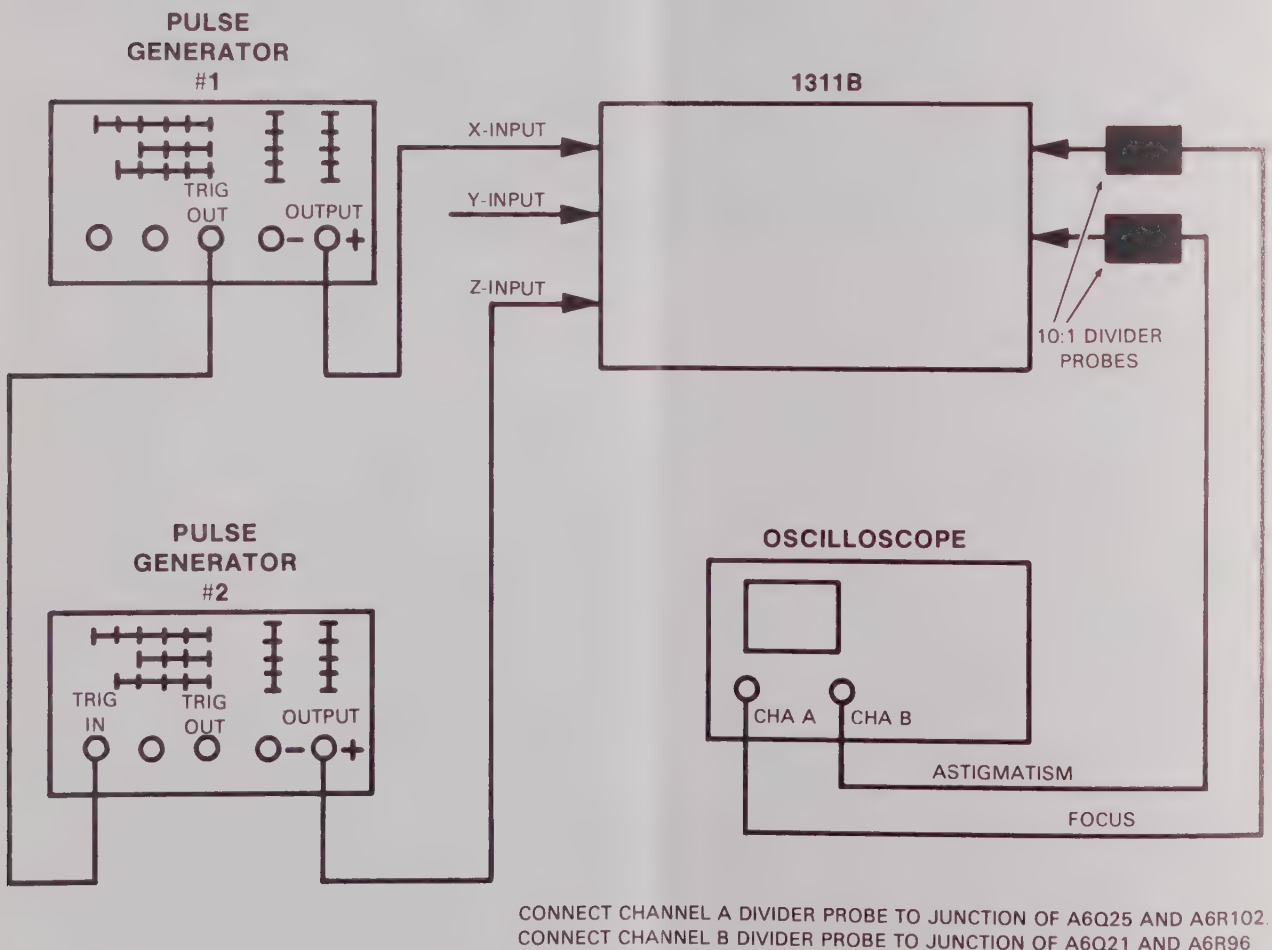

Figure 5-18. Dynamic Focus and Astigmatism Test Setup
a. Connect equipment as shown in figure 5-18.